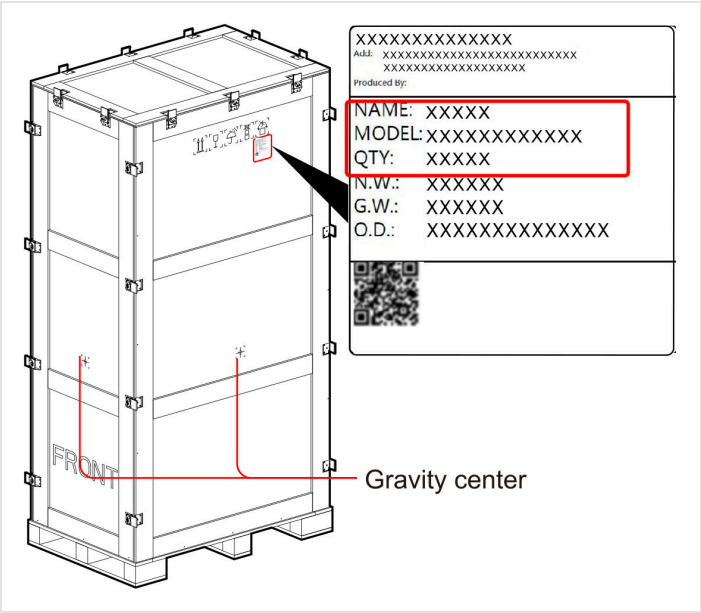

FIGURE 4-2 Model label and center-of-gravity mark on the crate
- The model and the center of gravity are marked on the crate (Figure 4-2).